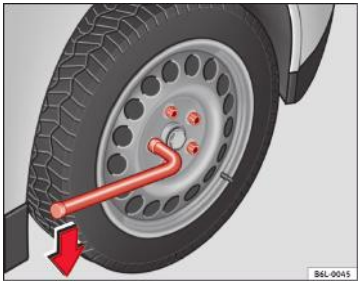

Fig. 137 Schimbarea unei roți: slăbiți prezoanele de roți
– Prindeți cheia tubulară de celălalt capăt şi rotiți-o aproximativ o tură spre **stânga** ⇒ fig. 137.